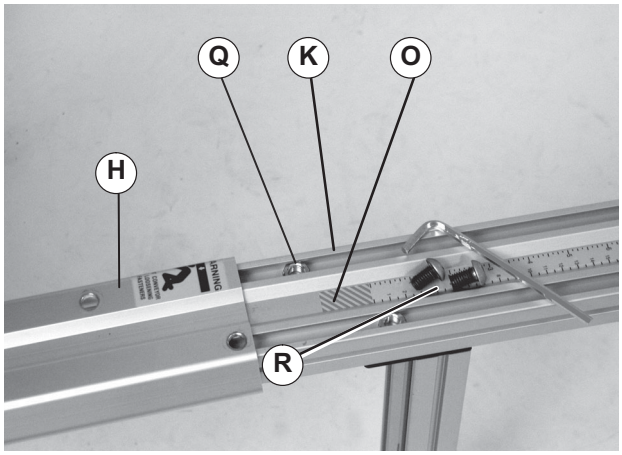

Figure 8
Failure to secure screws (Figure 8, item R) may cause conveyor sections to drop down causing severe injury.
7. Slide boot (Figure 8, item H) onto stand leg (K). Align hex nuts (Q) and boot holes and attach boot with button screws (R). Tighten button screws to 150 in–lb (17 N–m). Repeat for opposite leg.
Red warning area (Figure 8, item O) must be under boot (H) after assembly.